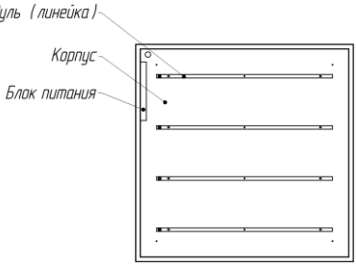

Рисунок 2. Кол-во линеек, расположение и вид может отличаться от рисунка.
3.2. Светильник Geniled состоит из основных частей (см. рисунок 2):